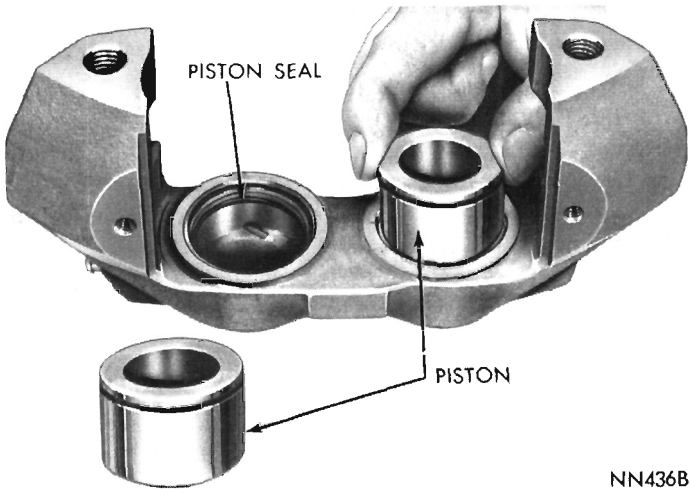

Fig. 14—Installing Pistons in Caliper
(2) Dip new piston seals in clean brake fluid and install in caliper grooves. The seal should be positioned at one area in groove and gently worked around cylinder bore with a finger until properly seated. **Never use an old piston seal.** (Be sure seals are not twisted or rolled.)
(3) Coat outside diameter of pistons with clean brake fluid and install them in cylinder bores (Fig. 14). with open end of piston and boot retaining groove facing out of cylinder.
(4) Position piston squarely in bore and apply slow steady pressure until piston is positioned. **If piston will not position itself, remove piston and check position of seal for proper position in groove.**
(5) Install a new dust boot in position in groove in caliper and in piston. **Be sure dust boot is properly seated.** Install new remaining dust boots in same manner.
(6) Install caliper half on one clamped in vise, then install assembly bolts (bridge bolts) and tighten from 70 to 80 foot-pounds. **(Under no condition should these bolts be substituted or replaced by an inferior bolt. The use of bolts other than those specified for this purpose, could cause a caliper failure resulting in an accident.**
(7) Install transfer tube and tighten securely. (Be sure tube is under protective eyebrow.)
(8) Install bleeder screw but do not tighten.